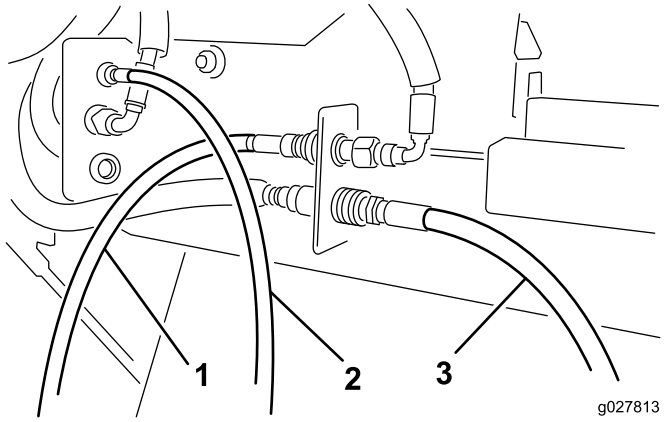

Figur 5
5. Tilslut hydraulikmotorens slangelynkoblinger til Versa Vac-koblingerne som vist i Figur 5.